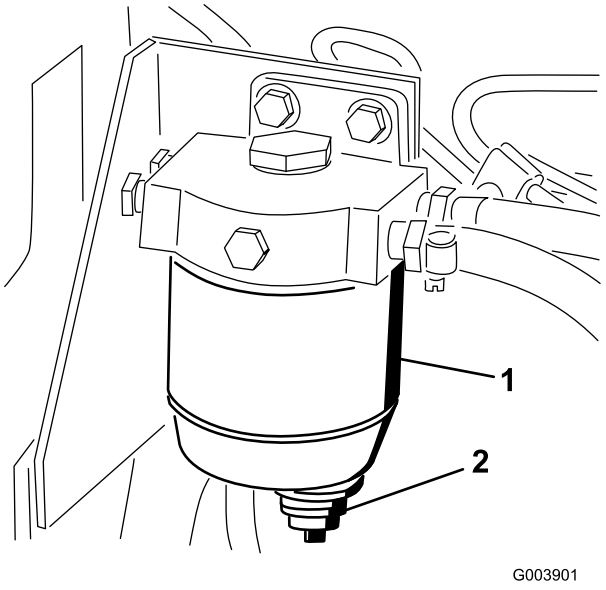

Figur 55
Töm ut vatten eller andra föroreningar från bränslefiltret/vattenseparatorn (Figur 55) dagligen.
1. Rengör området där filterskålen ska monteras (Figur 55).
2. Ta bort filterskålen och rengör fästytan (Figur 55).
4. Montera filterskålen för hand tills packningen vidrör fästytan, och vrid sedan ytterligare ett halvt varv (Figur 55).